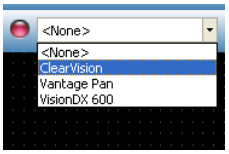

Рисунок 14: Выбор датчика ClearVision™ **Sensor** в программе Progeny Imaging
- Выберите датчик ClearVision, как показано на Рисунок 14.